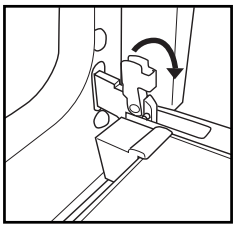

Рис. 1
2. Підніміть клямки і натисніть на них у напрямку вперед до кінця (Рис. 1).